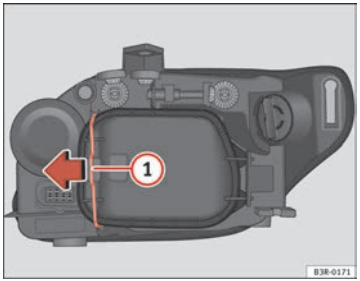

Fig. 194 Dipped beam headlights
Although it is not necessary, previously remove the rigid cover ⇒ page 265, fig. 194 for easier turn signal bulb changes. ■
- Move the brace ⇒ fig. 194 (1) in the direction of the arrow and remove the rigid cover, separating the brace side and then removing the two tabs from the other end of the cover.